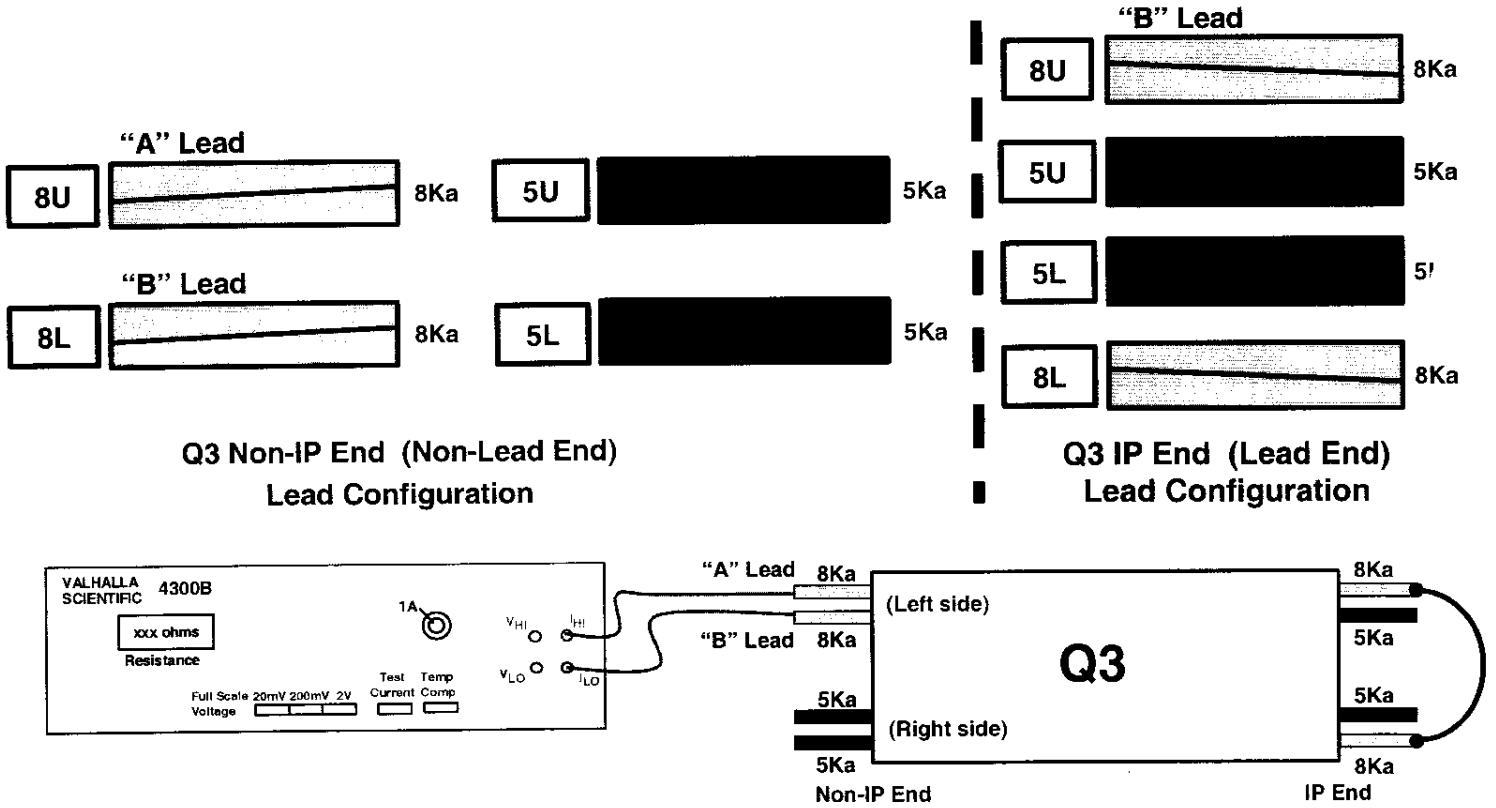

# Figure 21.1-A
6. Connect $I_{HI}$ to "A" Lead as shown in figure 21.1-A.
7. Connect $I_{LO}$ to "B" Lead as shown in figure 21.1-A.
11. At the IP End, jumper the 8Ka leads as shown in Figure 21.1-A.